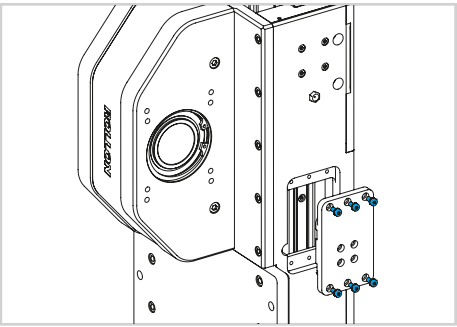

Fig. 22
1) Retirez les vis et les plaques des deux côtés du chariot (voir la Fig. 22).